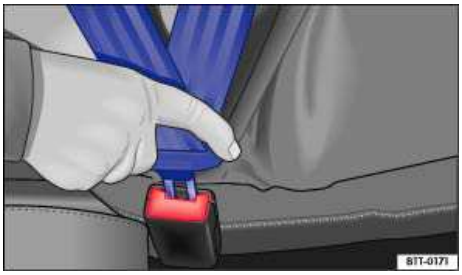

Fig. 55 Inserting the buckle tongue into the belt buckle.
- Insert the tongue into the correct buckle for your seat until you hear it latch securely ⇒ fig. 55.